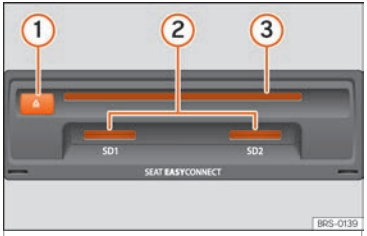

Abb. 194 Datenträger-Einschübe im Handschuhfach.
- CD oder DVD mit der beschrifteten Seite nach oben so weit in den DVD-Schacht ››› **Abb. 194** ③ einschieben, bis sie automatisch eingezogen wird.
Kompatible Speicherkarte mit der abgeschnittenen Ecke zuerst und mit den Kontaktflächen nach unten in den Speicherschacht ››› Abb. 194 (2) einschieben, bis sie einrastet.